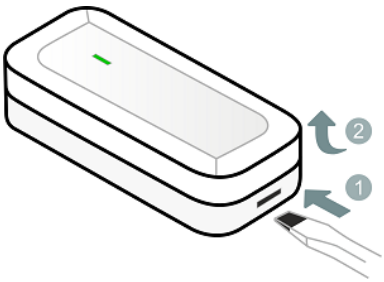
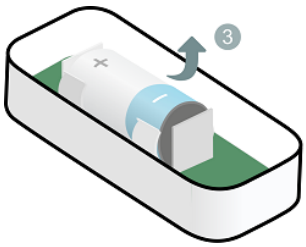
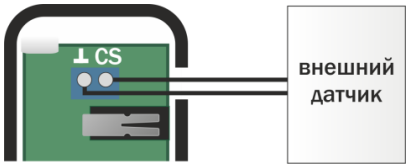

Рисунок 6.3 – Вскрытие корпуса датчика
Рисунок 6.4 – Извлечение батареи
Рисунок 8.1 – Схема подключения внешнего проводного датчика открытия (геркона)
2.2. Если датчик не в первый раз переводится в режим связывания, то вскройте корпус датчика: при помощи плоской отвертки нажмите на одну из защелок и, не отпуская защелку, потяните крышку корпуса вверх (см. рисунок 6.3). Извлеките батарею из датчика (см. рисунок 6.4). Подождите 30 секунд и установите батарею обратно, соблюдая полярность.
Для подключения геркона / ШС вскройте корпус основного элемента датчика (см. рисунок 6.3). Подключите провода к клемме, расположенной на плате датчика разбития, как показано на схеме (см. рисунок 8.1).
2. С помощью индикации на датчике. Для этого вскройте корпус датчика (см. рисунок 6.3) и дважды нажмите на кнопку тампера (7, рисунок 2.1). Посмотрите на индикатор датчика. Соответствие уровня связи и индикации представлено в таблице 9.1.
1) Вскройте корпус датчика (см. рисунок 6.3).